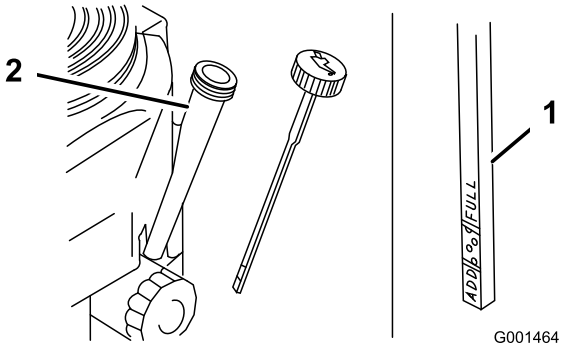

Figur 35
4. Gör rent omkring oljestickan (Figur 35) så att smuts inte kan falla ned i påfyllningshålet och orsaka motorskador.
5. Skruva loss oljestickan och torka ren änden (Figur 35).
6. Stick ned oljestickan så långt det går i påfyllningsröret, men skruva inte fast den (Figur 35).
8. Häll långsamt i cirka 80 % av angiven olja i påfyllningsröret (Figur 35).